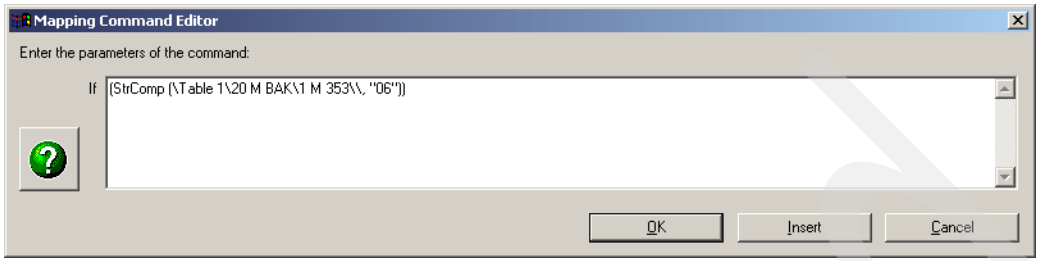

Figure 18-42 Enter compare value
8. Replace charValue2 with the value with which we want to compare, 44 or 06. For this command replace charValue2 with `06`. Your mapping command should appear as shown in Figure 18-42.